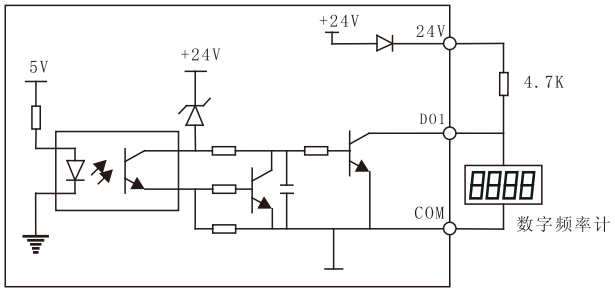

图 3-11 输出端子DO1连接方式
2)数字脉冲频率输出DO1可使用变频器内部的24V电源，接线方式请参见图3-11。